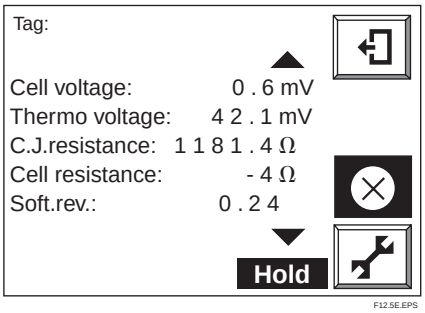

Figure 12.5 Detailed Data Display
b. When the ▼ key is pressed once, the cell voltage should be indicated on the top line (Figure 12.5).